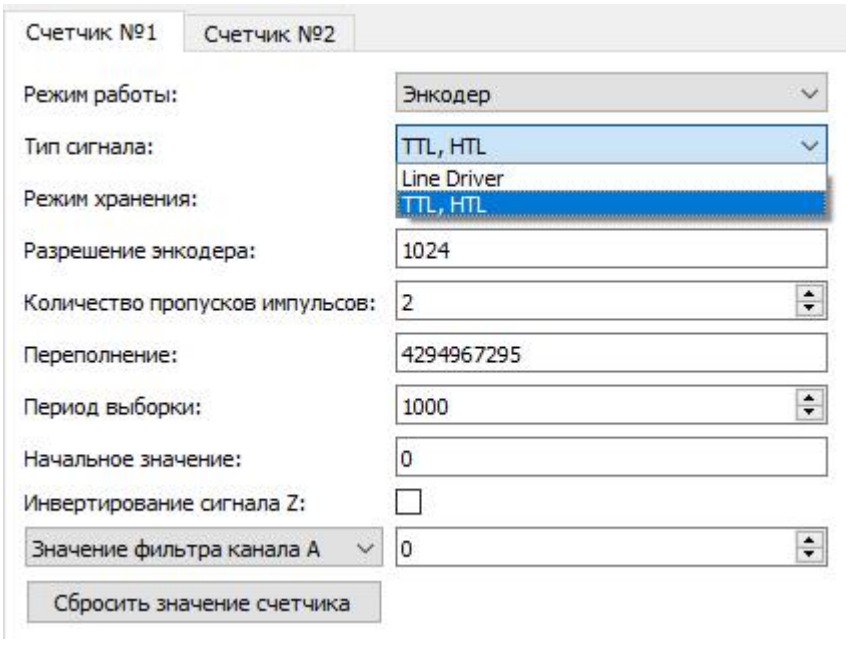

Рисунок 2.16 – Окно конфигурирования счётчиков МВС (тип сигнала)
- «Тип сигнала» (см. рисунок 2.16).